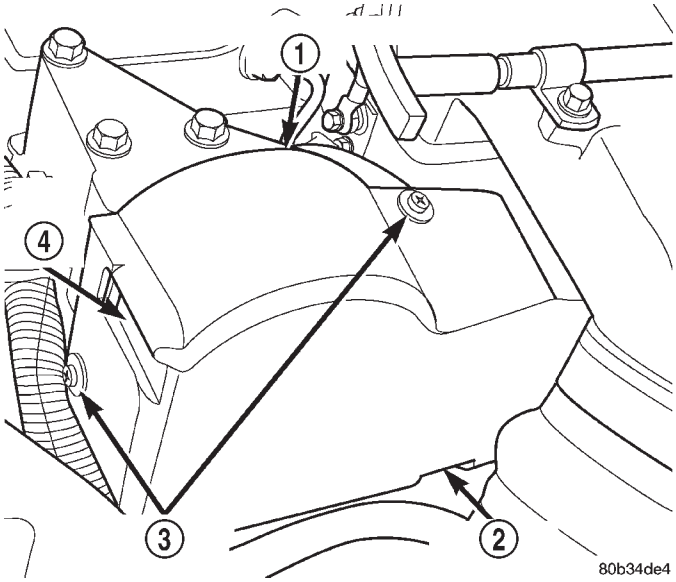

Fig. 47 Cable/Lever/Throttle Linkage Cover
(1) Disconnect both negative battery cables from both batteries. Cover and isolate ends of cables.
(2) Thoroughly clean fuel lines at cylinder head and injection pump ends.
(3) Remove cable cover (Fig. 47). Cable cover is attached with 2 Phillips screws, 2 plastic retention clips and 2 push tabs (Fig. 47). Remove 2 Phillips screws and carefully pry out 2 retention clips. After clip removal, push rearward on front tab, and upward on lower tab for cover removal. **Do not remove any cables at lever.**